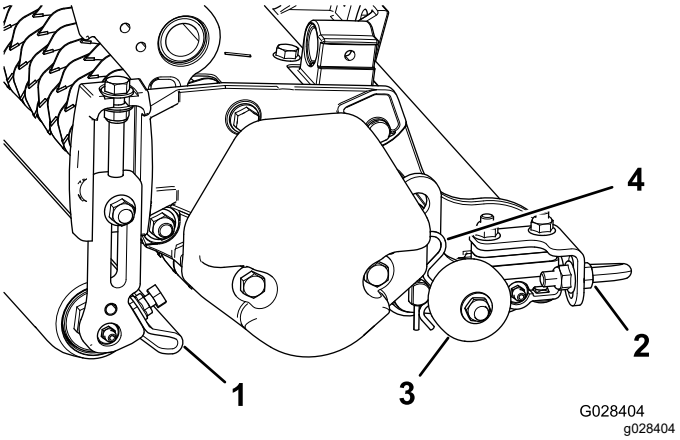

Figur 11
1. Lossa flänsmuttrarna som håller fast rullskraporna (Figur 11).
Viktigt: **Skydda bladen från kontakt med hårda ytor genom att sänka ner transportrullarna (Figur 11) innan vertikalklipparen sänks ner till verkstadsgolvet eller tas bort från traktorenheten.**